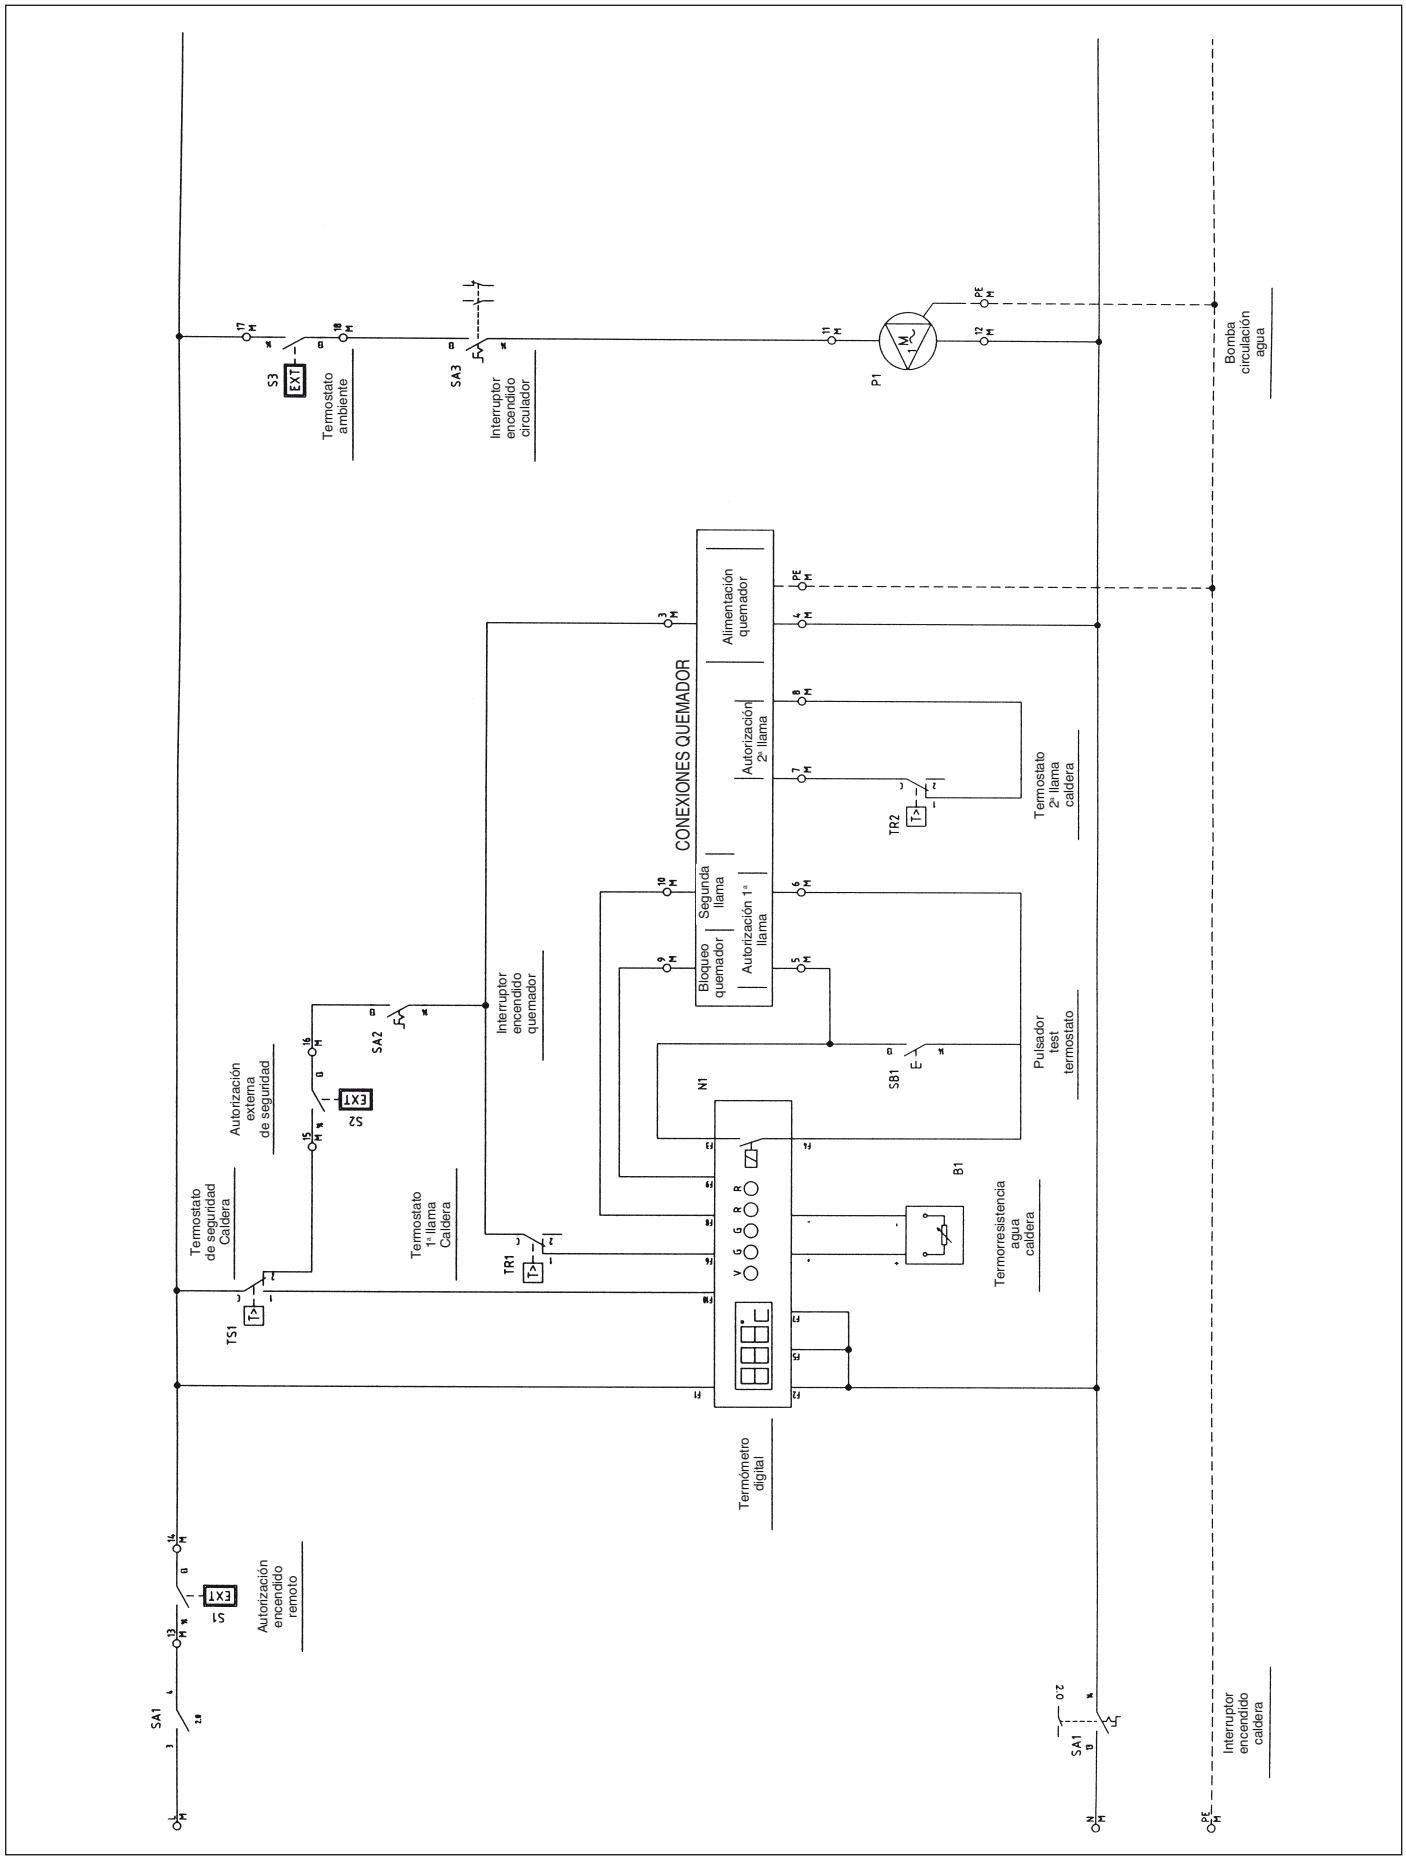

Fig. 17
6.4 Esquema eléctrico para quemador y bomba monofásica (Fig. 17)